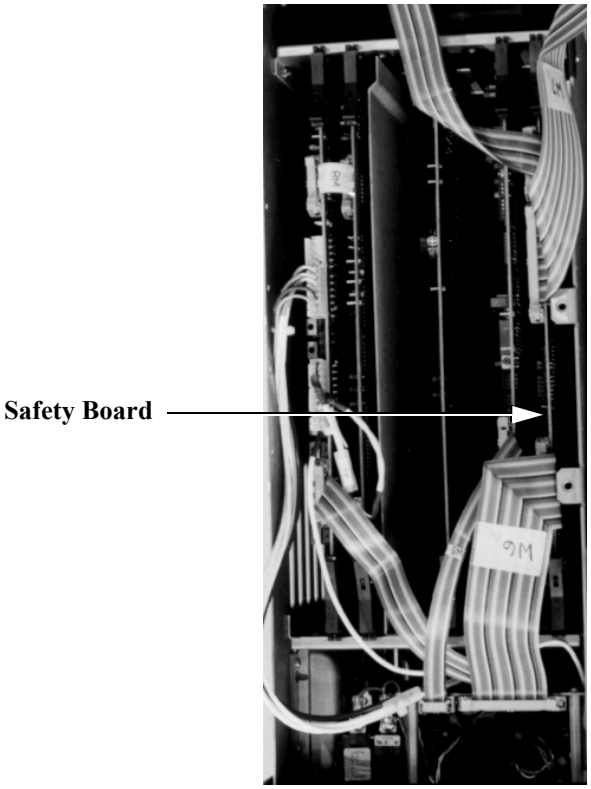

Figure 4.37 Safety Board
Note the location of the Safety Board in Figure 4.24 on page 4-49 and in Figure 4.37 below. Take the following steps to replace it:
1. If it has not already been done, remove the card cage cover. See ”Removing the Card Cage Cover” on page 4-48. The Safety Board will be visible as in Figure 4.37.